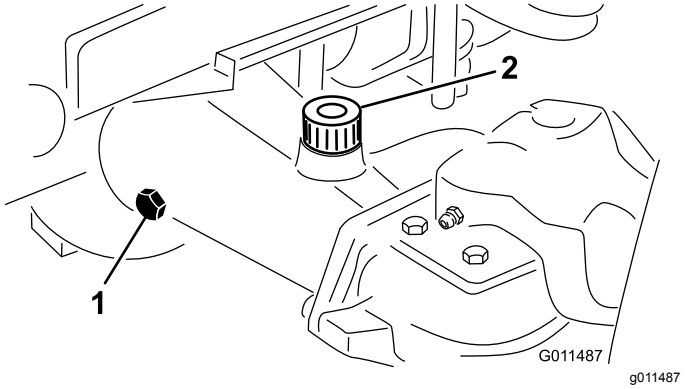

Figuur 94
2. Verwijder een controleplug van het uiteinde van de as en controleer of het smeermiddel tot aan de onderkant van de opening komt (Figuur 94).